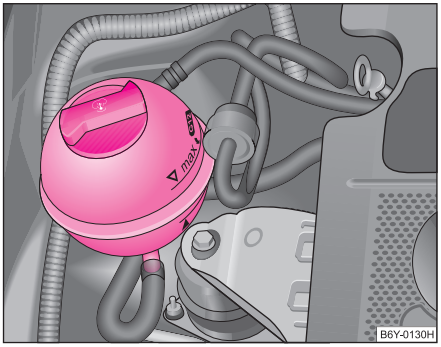

Fig. 140 Compartimentul motor: Vasul de expansiune al lichidului de răcire
– Verificaţi nivelul lichidului de răcire din vasul de expansiune ⇒ pagina 188, fig. 140. Când motorul este rece, nivelul lichidului de răcire trebuie să se afle între marcajele „MIN“ şi „MAX“. Când motorul este cald, nivelul lichidului de răcire poate fi şi puţin peste marcajul „MAX“.
– Puneţi o lavetă pe capacul vasului de expansiune ⇒ pagina 188, fig. 140 şi desfaceţi capacul **cu grijă** spre stânga ⇒ ⚠.